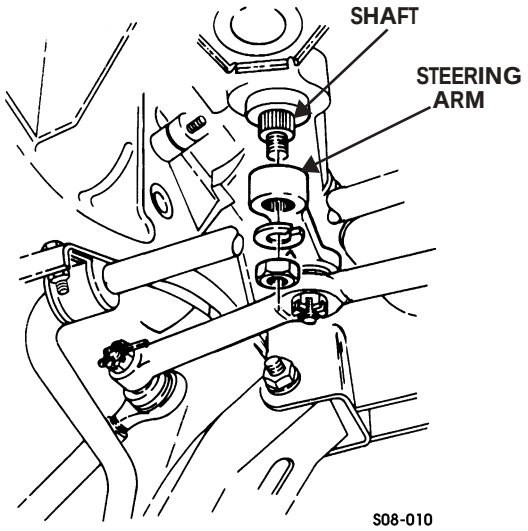

Figure 8-19: Steering Gear Shaft
4. Remove nut and lockwasher from steering arm. Discard lockwasher (Figure 8-19).
5. Install steering arm on shaft with lockwasher and nut. Tighten nut to 167-203 lb-ft (227-275 N•m) (Figure 8-19).